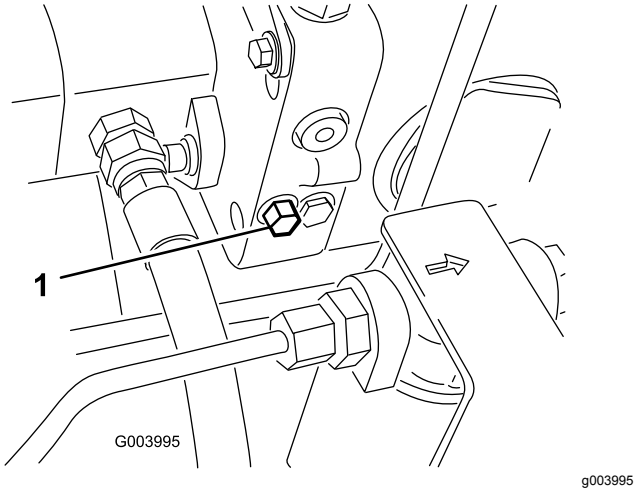

Figur 34
1. Vrid bulten 1–1,5 varv för att öppna ventilen och låta olja avledas internt (Figur 34).